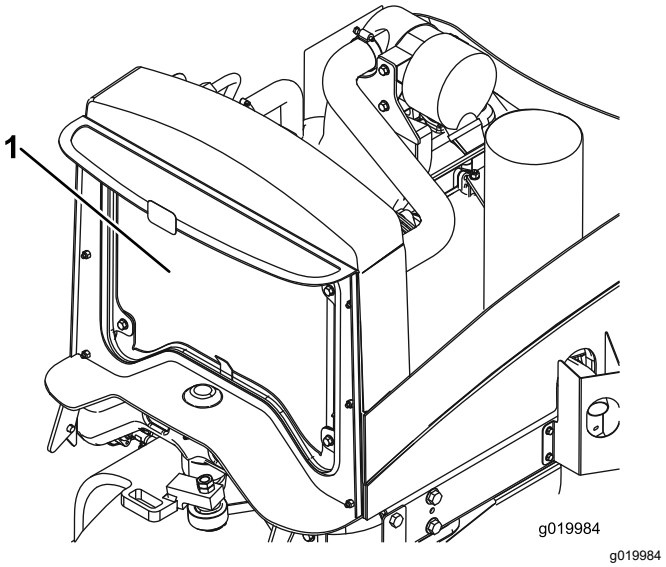

Figur 58
4. Rengjør begge sidene av radiatoren grundig med trykkluft (Figur 58).